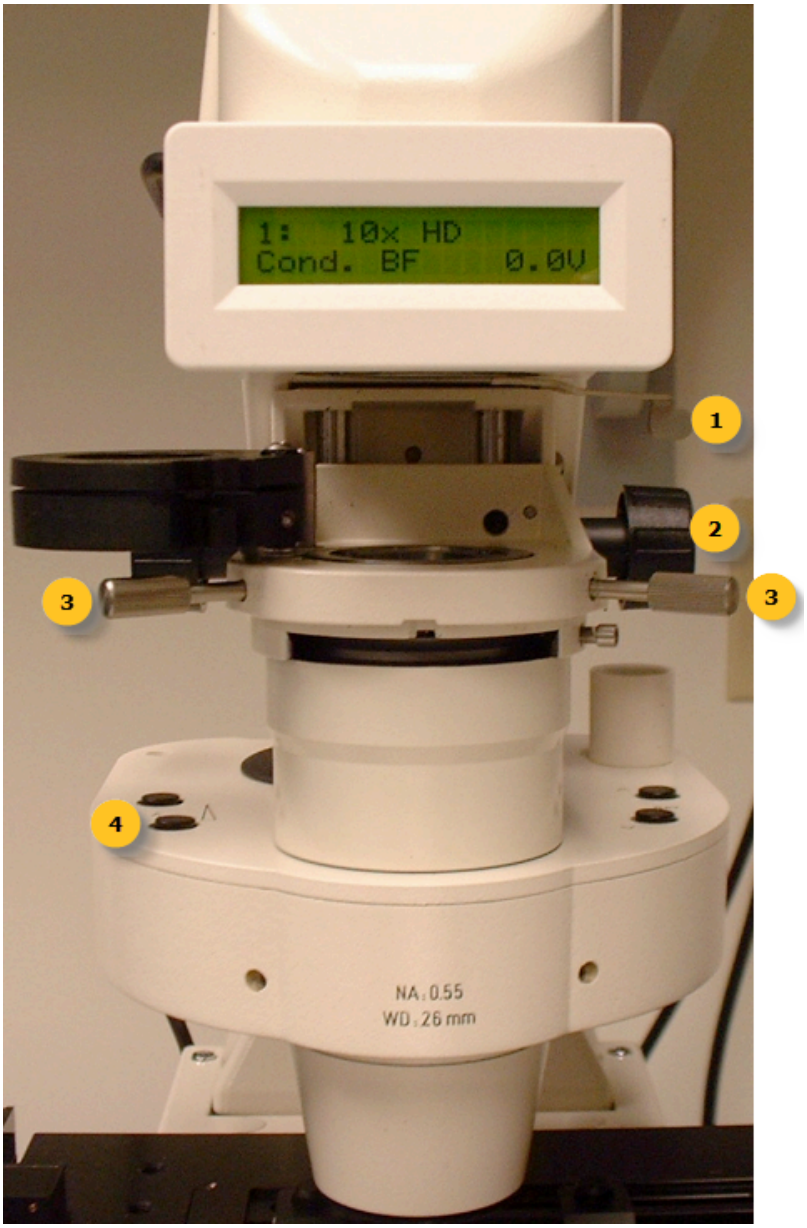

Figure 1
2. Turn on the microscope lamp and focus on the specimen. At this point, the field diaphragm and the condenser front aperture diaphragm (figure 1) can be fully opened to ensure that the sample is illuminated.